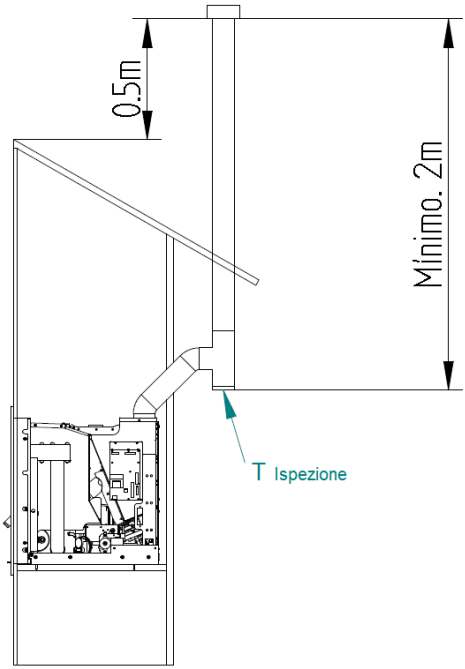

Figura 40 - Vista laterale di nessuna installazione canna fumaria, con l'esempio del punto di controllo.
- Come mostrato in figura 40, il condotto di scarico deve essere effettuato in modo che la pulizia e la manutenzione sono assicurate dalla inclusione di puntiispezione. Il registro contiene una calotta inseribile della cassa fumi, al fine di eseguire la pulizia.
L'installazione del pellet inseribili quando deve avvenire senza canna fumaria, come in Figura 40, portando il tubo di scarico fumi (minimo diametro interno 80 mm) direttamente fuori e sopra il tetto.
Predire la base di un tubo T per i controlli periodici e la manutenzione annuale, come mostrato in Figura 40.